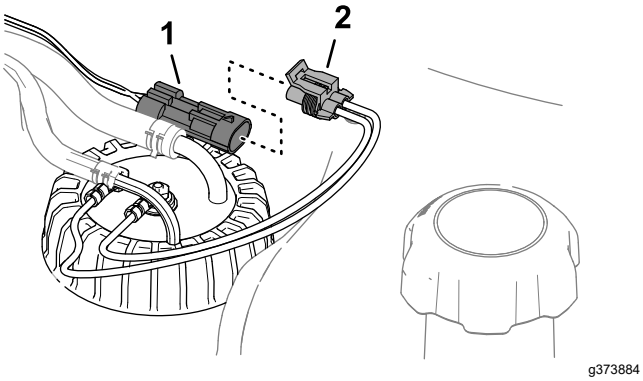

Figur 129
6. Sæt stikket på brændstofsenderens ledningsnet i stikket på maskinens ledningsnet (Figur 129).